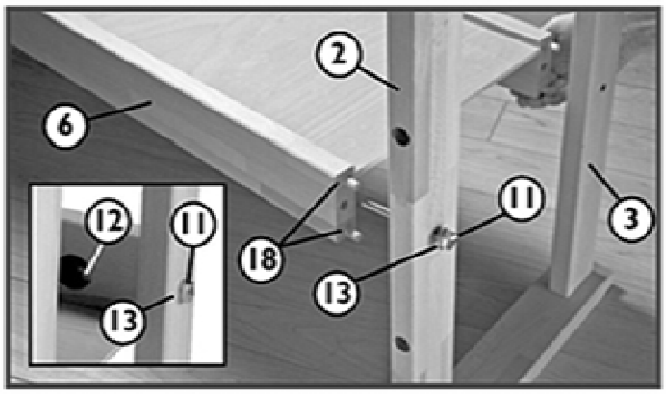

Fig. 3
3. Utilisez les tourillons (18), et les vis M12x100(11), les rondelles (13) et les écrous M12 (12) afin de fixer les traverses avec l'étagère Fig.3. Cet ensemble peut se fixer soit sur le dessus des traverses soit dans les bas des traverses (incrustation). Assurez-vous que les trous pour les valets soient bien orientés vers l'avant. Répétez l'opération pour l'autre côté.